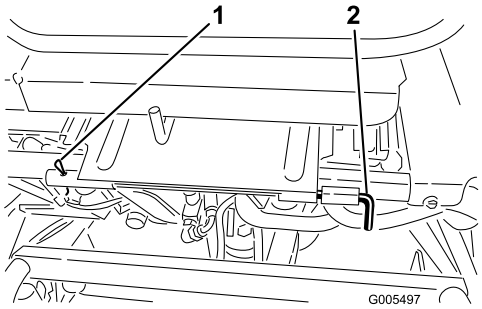

Figur 33
3. Sänk ned sätet och ta bort saxpinnen som fäster sätessvängtappen vid ramen (Figur 33).